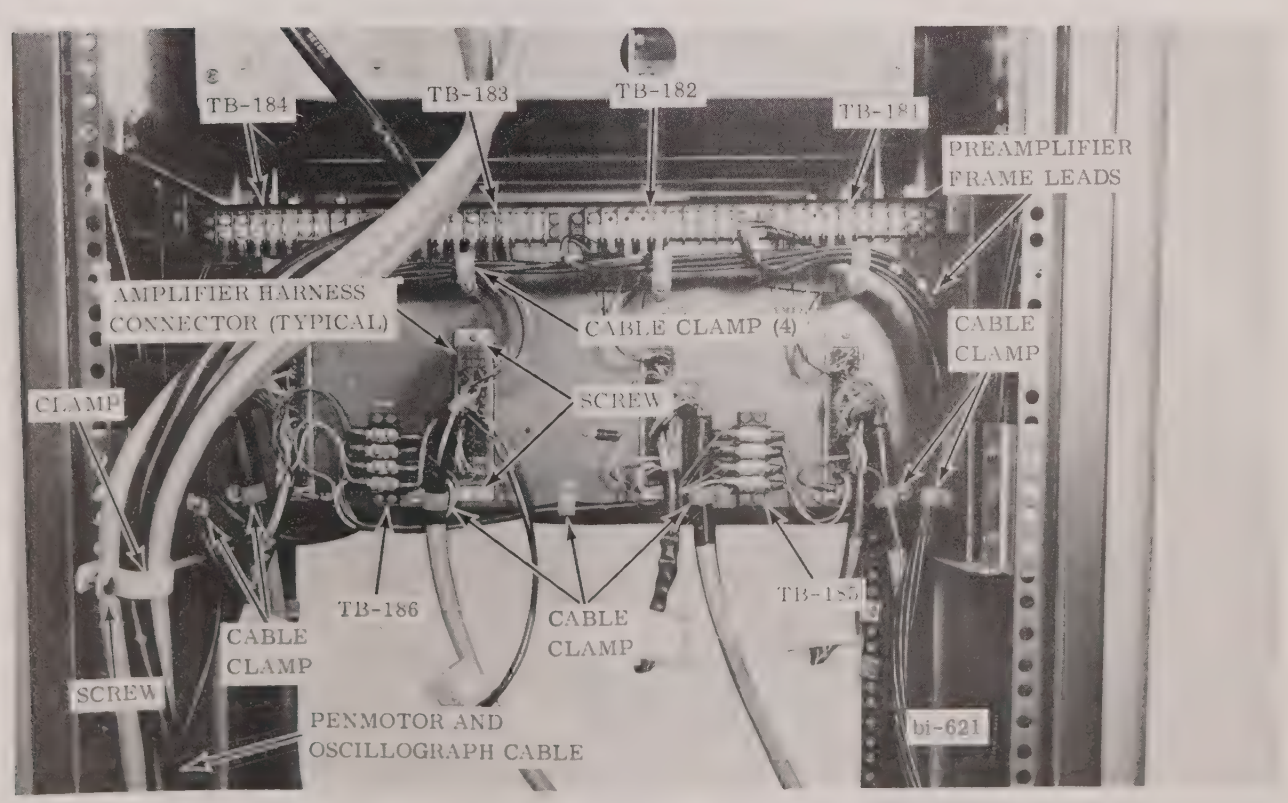

FIGURE 2-16 INSTALLATION OF DRIVE AMPLIFIER FRAME
4. Position four amplifier harness connectors at P-721 thru P-724 on rear of drive frame and attach each connector with two screws (Fig. 2-16).
7. Secure all leads and calbes to drive frame with clamps (Fig. 2-16).
5. Secure leads to four spacers on rear of drive frame with clamps and screws (Fig. 2-16).